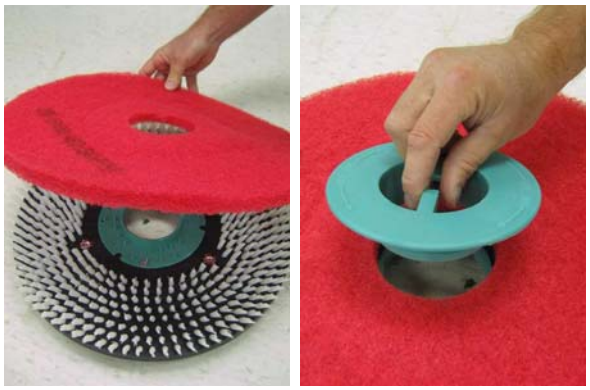

AFB. 9
3. Maak de zool aan de zoolaandrijver vast en zet de zool stevig vast met het middenslot (afbeelding 9).